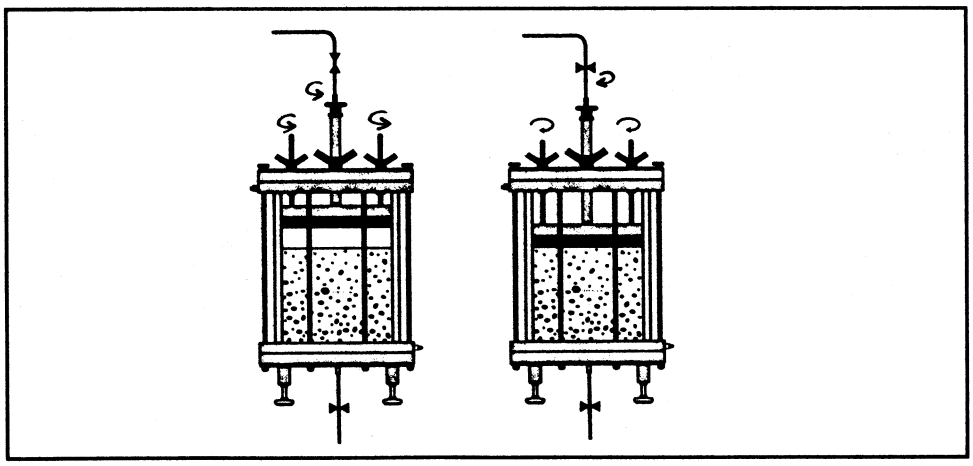

Fig. 10 : Final adjustment of the piston on the surface of packed gel
11) Back-off compression of the piston seal (turn piston seal actuation handwheel counter clockwise) (and pressure rods on 300 and 450 mm diameter columns) leaving the seal lightly in contact with the glass column wall, and lower the piston gradually. When the frit contacts the surface of the packed chromatographic support, tighten the piston seal (fig. 10) (and pressure rods).